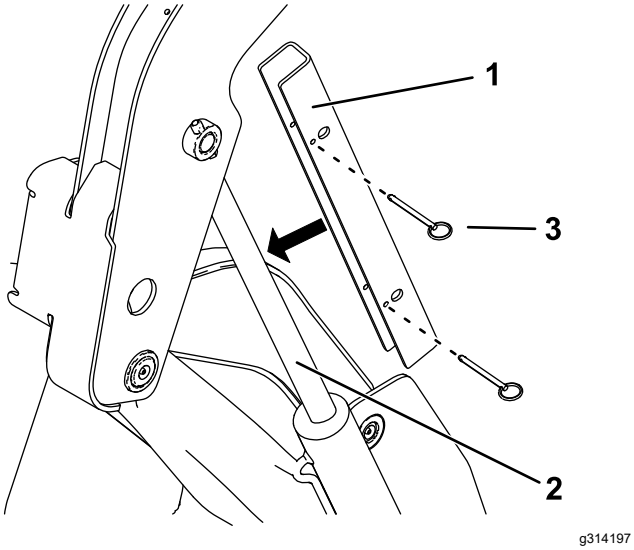

Rysunek 31
5. Nałóż blokadę siłownika na tłoczysko siłownika podnoszenia (Rysunek 31).